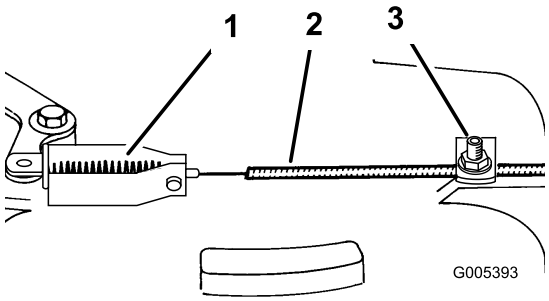

Figur 33
3. Lossa skruven på kabelklämman tills bromskabelledningen kan skjutas av (Figur 33).